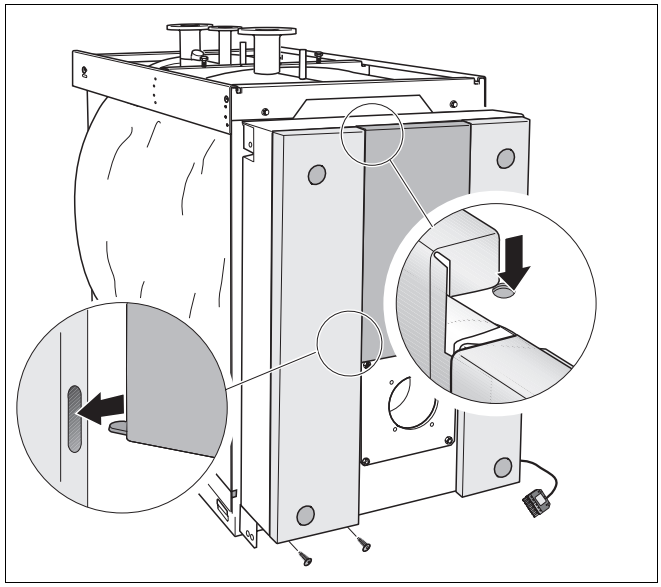

Fig. 29 Montaggio della copertura di sinistra
- Agganciare la copertura di sinistra in alto nella traversa ed infilare la linguetta della copertura centrale nell'intaglio della copertura di sinistra (fig. 29). Fissare in basso con 2 viti autofilettanti M5×10.